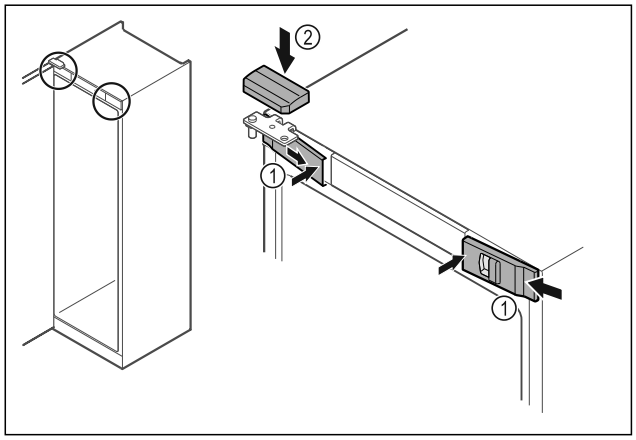

Fig. 33
▶ Enganchar las cubiertas delanteras *Fig. 33 (1)* lateralmente y encajar el interior.
▶ Encajar la cubierta superior *Fig. 33 (2)* desde arriba.